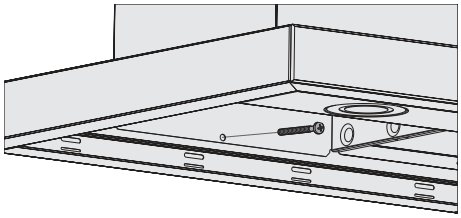

Abb. 13
- Befestigen Sie die Dunstabzugshaube zusätzlich mit den zwei 5,5x60 Schrauben an der Wand an der Innenseite des Geräts (Abb. 13).